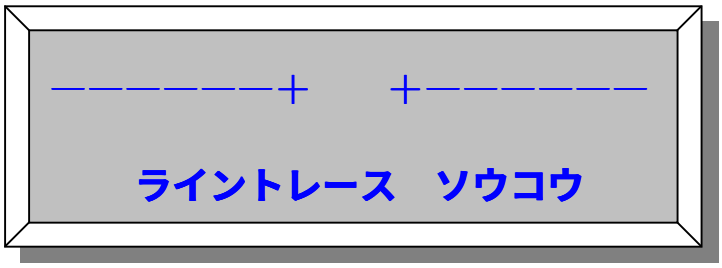

図１４　走行表示画面
⑤　走行カウンタが０秒になると、　図１４で示される走行表示画面に切り替わります。